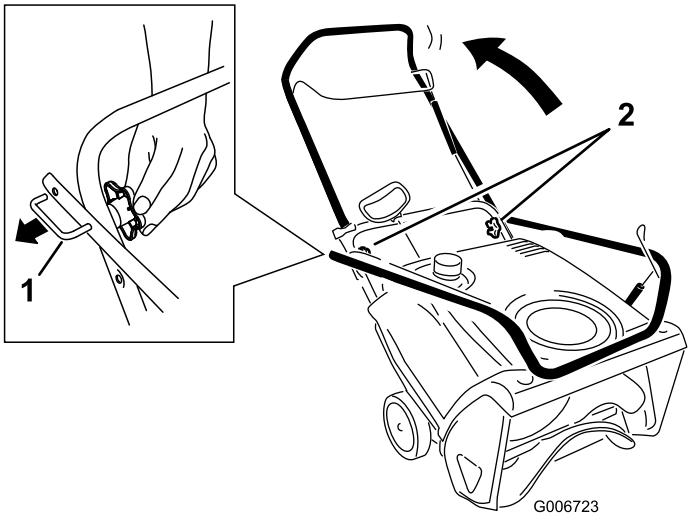

Figur 3
1. Løsn håndtagsknapperne, træk de U-formede håndtagslåse ud, indtil du kan bevæge håndtaget frit, og roter håndtaget til betjeningsposition (Figur 3).